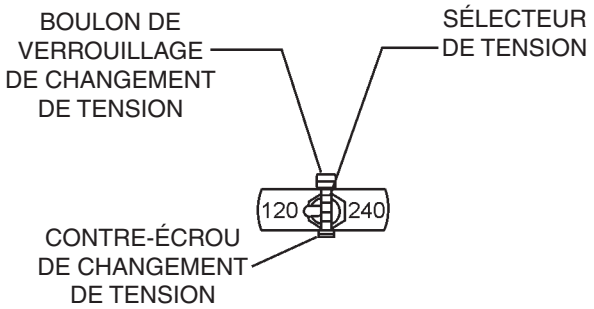

Figure 5. Interrupteur de changement de tension
2. Retirer le boulon et l'écrou de verrouillage du commutateur de tension (Figure 5). Changer la position de l'interrupteur de changement de tension à bascule de 120 V.c.c à 240 V.c.c. La bétonnière est câblée en usine pour un fonctionnement à 120 V.c.c.